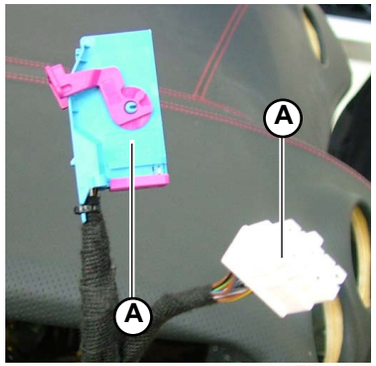
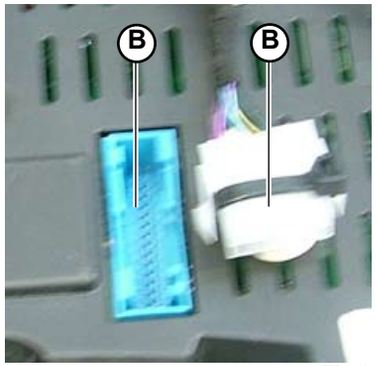

Fig.8
Fig.9
1. Connect the 2 connections (**A-Fig.8**) to the 2 connectors (**B-Fig.9**) on the rear of the dashboard cover.